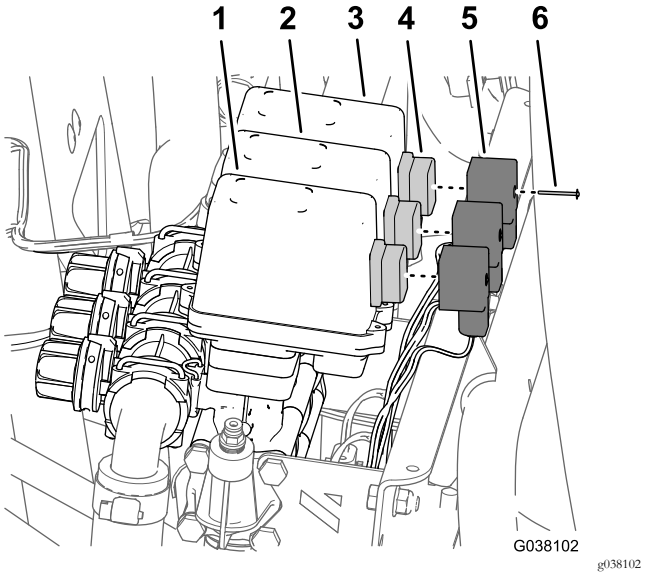

Figura 6
1. Retire o parafuso que prende o conector de 3 contactos da cablagem rotulado VÁLVULA DO PULVERIZADOR DIREITA da válvula do pulverizador direita (Figura 6).
2. Retire o conector de 3 contactos da cablagem da válvula do pulverizador (Figura 6).